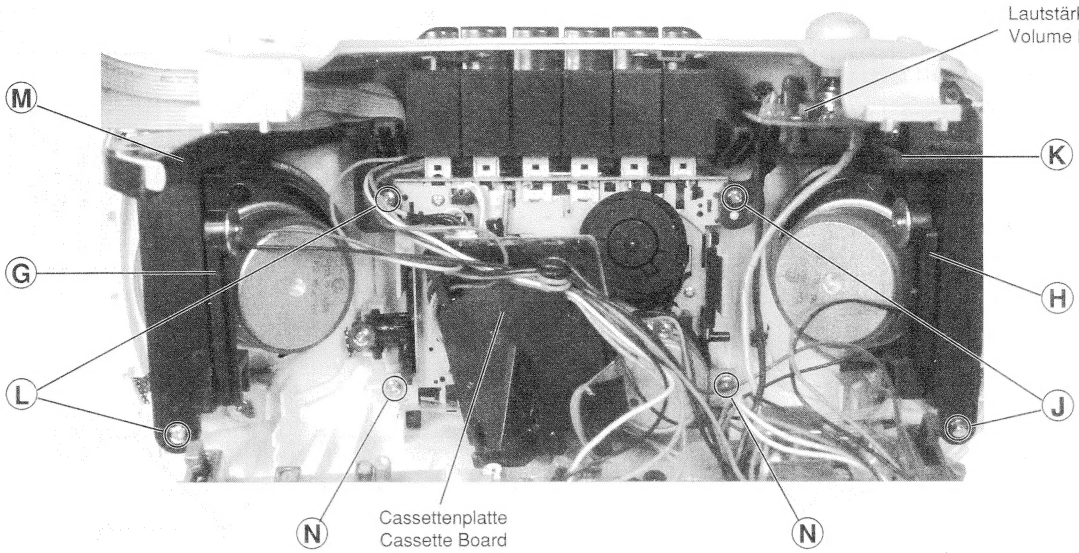

Fig. 6
- 2 Schrauben Ⓙ (Fig. 6) herausdrehen.
- 2 Schrauben Ⓛ (Fig. 6) herausdrehen.
- 2 Schrauben Ⓝ (Fig. 6) herausdrehen.
- Undo 2 screws Ⓙ (Fig. 6).
- Undo 2 screws Ⓛ (Fig. 6).
- Undo 2 screws Ⓝ (Fig. 6).